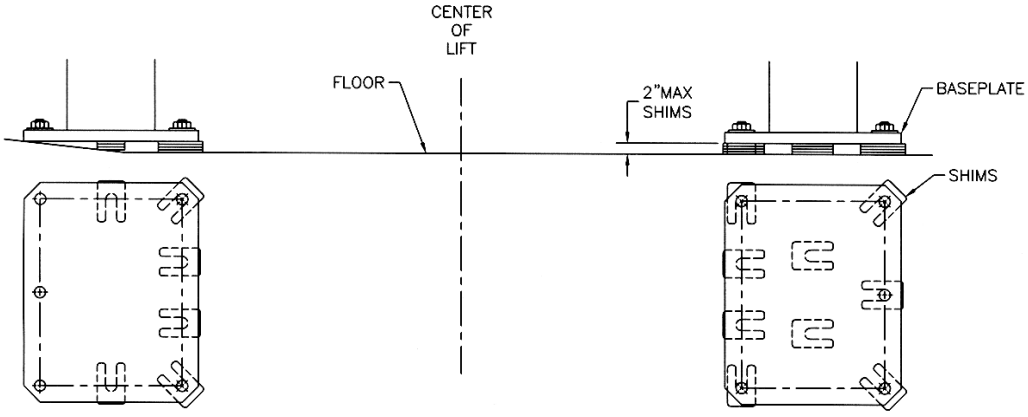
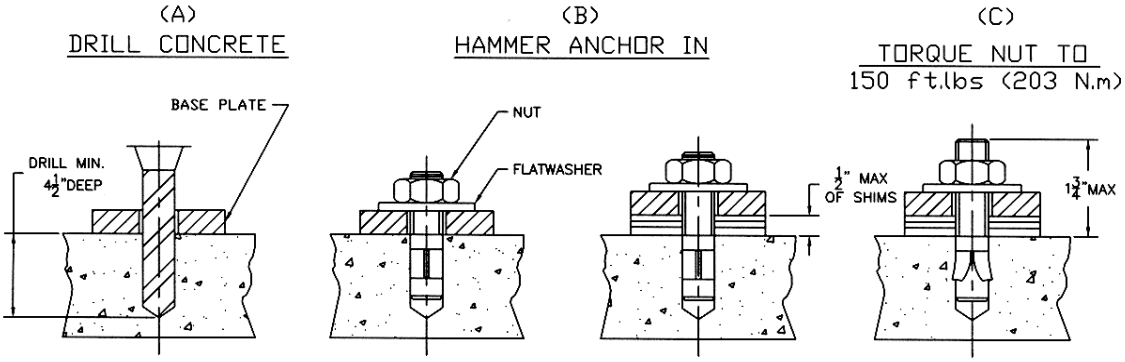

Figure 15 – Shim Placement
Figure 16 – Anchor Installation
2. Using 2 ft. level on the sides of the high column, ensure that the column is level in the vertical position **(Figure 14)**. Use shims under the column baseplate to hold the column level. Ensure that the base plate is completely supported by shims where it does not contact the floor **(Figure 15)**.
1. Using a 4ft. level on the crossmember **(Figure 14)** and a 2ft. level on the low side column **(Figure 15)**, shim underneath the baseplate until the crossmember and column are level. Ensure that the baseplate is completely supported by shims where it does not contact the floor **(Figure 16)**.